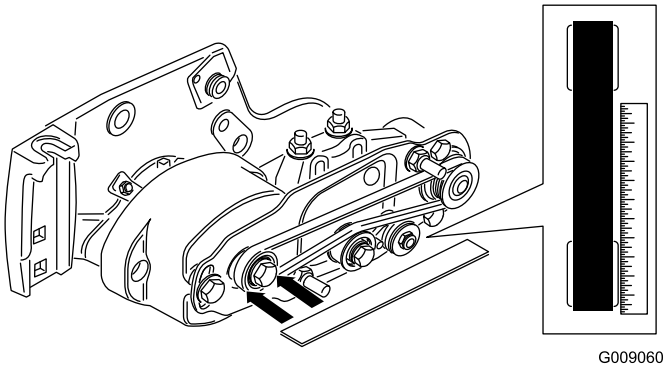

Figuur 17
- Leg een richtliniaal langs het buitenvlak van de **aandrijf**poelie (Figuur 17). Leg de richtliniaal **niet** over beide poelies.